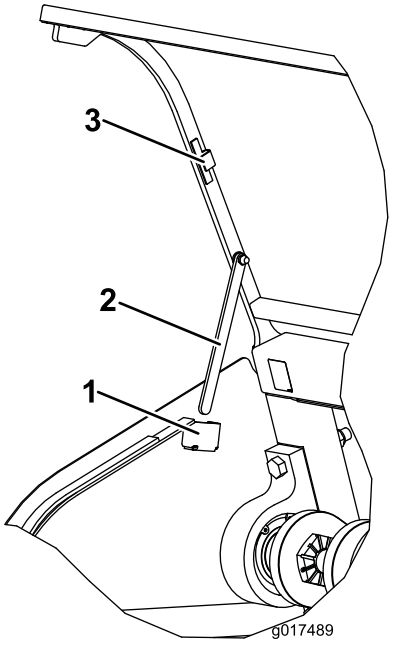

Figuur 33
3. Draai de steunstang aan beide zijden van de motorkap van de magnetische opslagbeugel omlaag en steek de steunstang in de vergrendeling (Figuur 33).